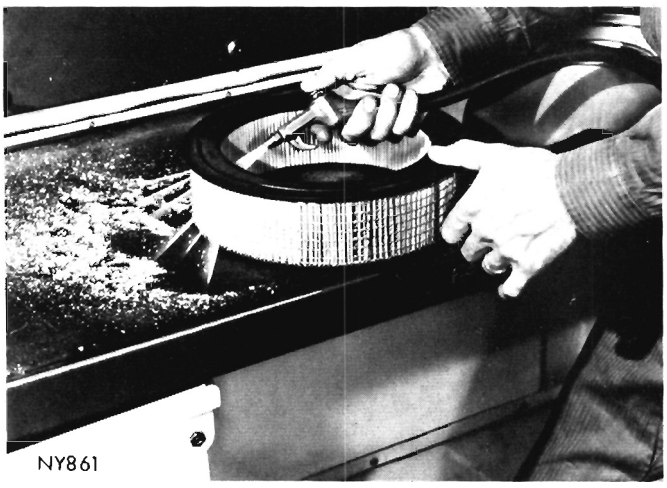

Fig. 1—Cleaning Filter Element
(2) Test cranking voltage. See "Starting Motor Cranking Voltage" Electrical Section of this manual.
(3) Tighten the intake manifold bolts to specifications.
(4) Perform cylinder compression test. Compression should not vary more than 20 pounds.
(5) Clean or replace spark plug as necessary and adjust gap to .035 inch. Tighten to 30 foot-pounds using new gaskets.
(6) Test resistance of spark plug cables. Refer to "Ignition System Secondary Circuit Inspection" Electrical Section.
(7) Inspect the breaker plate contacts, primary wire and vacuum advance operation. Test coil output voltage, primary and secondary resistance. Test Condenser. Replace parts as necessary. Refer to Ignition System and make necessary adjustments.
(8) Reset ignition timing and vacuum advance line disconnected. Ignition timing should be set to compensate for altitudes and/or gasoline grades.
(9) Set carburetor idle mixture adjustment. Adjust throttle stop screw to specifications. Perform a combustion analysis.
(10) Test fuel pump for pressure and vacuum. Refer to "Fuel System" Group 14, Specifications.
(11) Inspect manifold heat control valve in the right exhaust manifold for proper operation and apply Manifold Heat Control Valve Solvent Part Number 2525054 or equivalent to the bushing and shaft.
(12) Every 6 months, remove air cleaner filter element and blow out dirt gently with air hose. Direct air from inside out, and keep nozzle 2 inches away from element to avoid damaging. Clean metal housing and replace element (Fig. 1). Every two years, install a new factory recommended filter element or equivalent. Service unit more frequently when driving under severe conditions, such as in dusty areas.
(13) Inspect crankcase ventilation system as outlined on page 84.
(14) Inspect and adjust accessory belt drives referring to "Cooling System," Group 7, for proper adjustments.
(15) Road test vehicle as a final test.